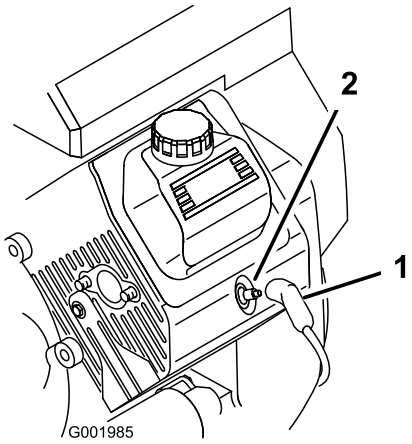

Figur 44
3. Dra av kablarna från tändstiften (Figur 44).
3. Skjut på kablarna på tändstiften (Figur 44).